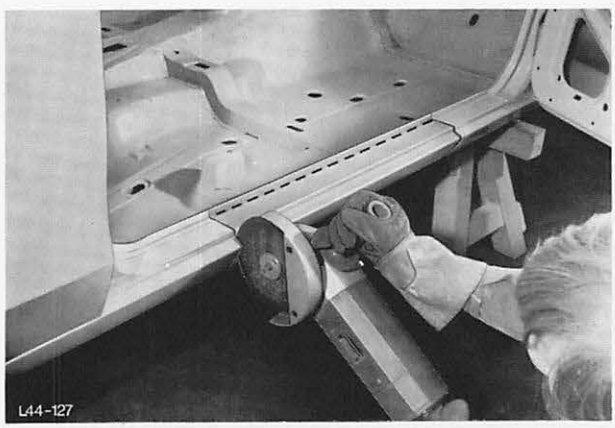

Abb. 139 Türschweller trennen
6. Türschweller an den senkrechten Trennlinien trennen, Abb. 139, und an den waagerechten Trennlinien mit einem Druckluftmeißel heraustrennen.